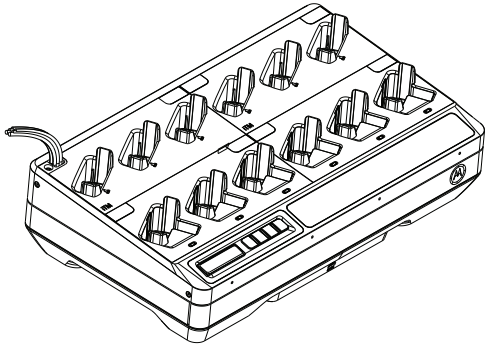

Figure 15 : tous ces câbles sortent de l'angle supérieur gauche du chargeur
6. Tous les câbles sortent de l'angle supérieur gauche ou droit du chargeur (reportez-vous à la Figure 15).